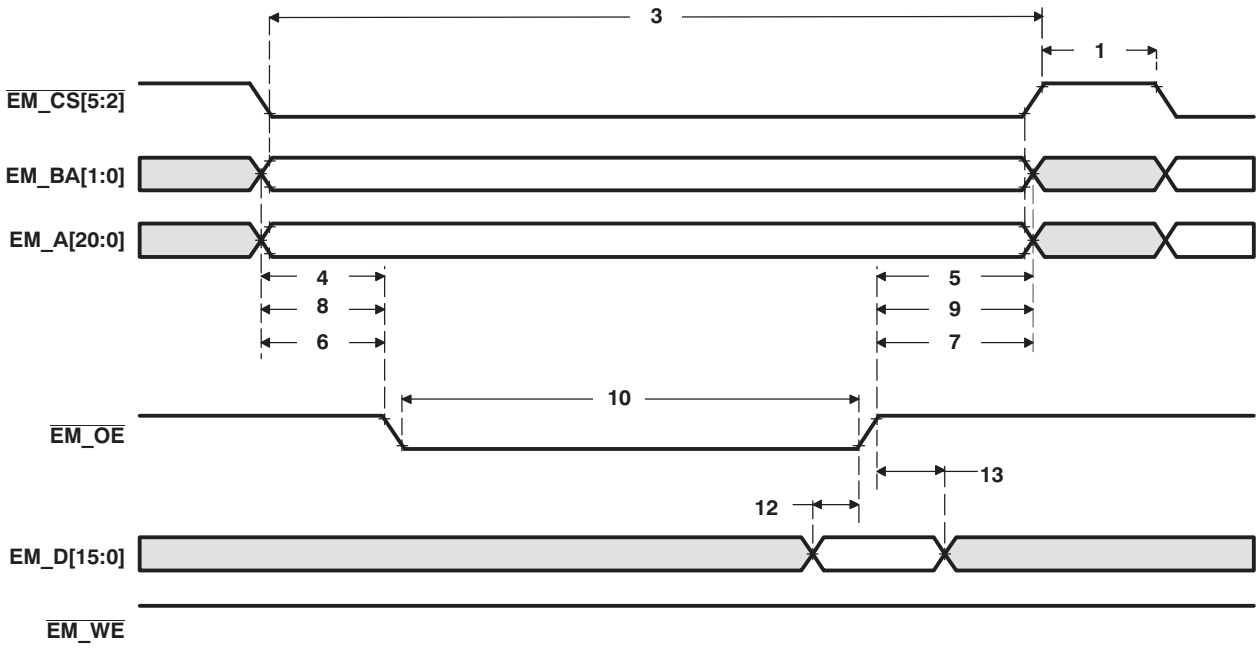
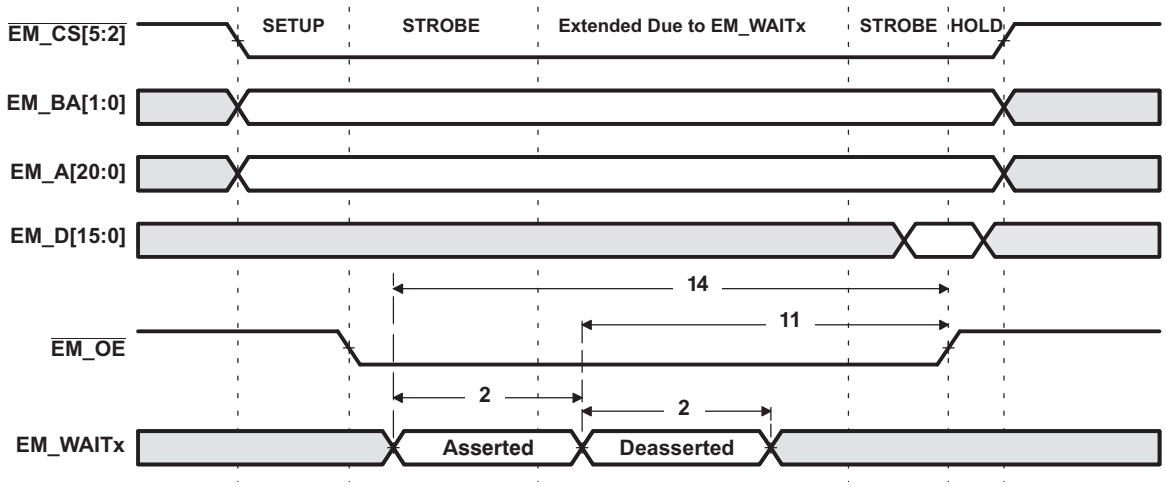
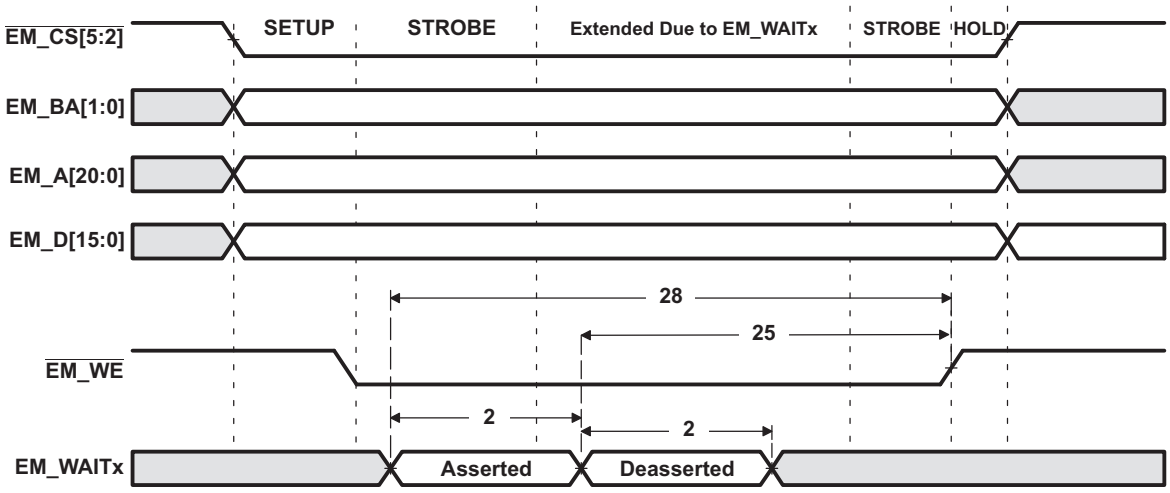

Figure 5-18. Asynchronous Memory Read Timing for EMIF
Figure 5-20. EM_WAITx Read Timing Requirements
Figure 5-21. EM_WAITx Write Timing Requirements
Table 5-18. Timing Requirements for EMIF Asynchronous Memory(1)(2) (see Figure 5-18, Figure 5-20, and Figure 5-21)
(1) Timing parameters are obtained with 10pF loading on the EMIF pins.
(2) E = SYSCLK period in ns. For example, when SYSCLK is set to 100/120 MHz, E = 10/8.33 ns, respectively.
(3) Setup before end of STROBE phase (if no extended wait states are inserted) by which EM_WAITx must be asserted to add extended wait states. Figure 5-20 and Figure 5-21 describe EMIF transactions that include extended wait states inserted during the STROBE phase. However, cycles inserted as part of this extended wait period should not be counted; the 4E requirement is to the start of where the HOLD phase would begin if there were no extended wait cycles.
Table 5-19. Switching Characteristics Over Recommended Operating Conditions for EMIF Asynchronous Memory(1)(2) (3) (4) (see Figure 5-18, Figure 5-20, and Figure 5-21)
Table 5-19. Switching Characteristics Over Recommended Operating Conditions for EMIF Asynchronous Memory[1][2] [3] [4] (see Figure 5-18, Figure 5-20, and Figure 5-21) (continued)